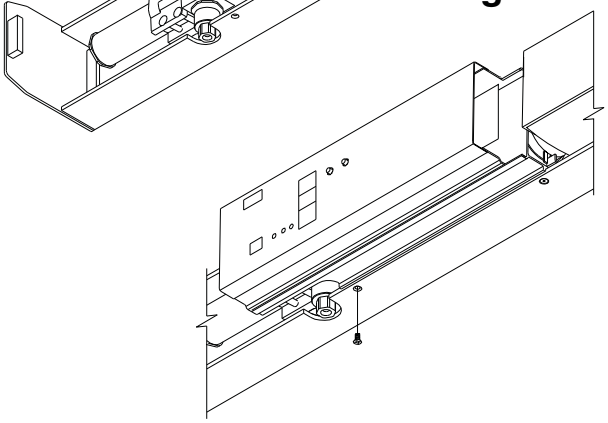

Fig. 12
2. Once the front of controller is fitted onto pins, push entire controller into position, as shown in **Fig. 12**. With controller in proper position, insert (1) *unpainted* #8 - 32 x 3/8" flat head screw into bottom of mounting plate, as shown.